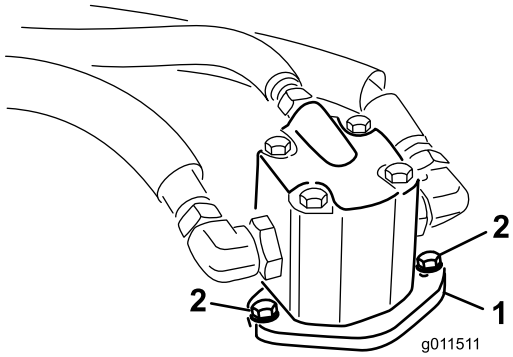

図 71
4. 油圧モータをカッティングユニットに固定しているボルトを外す図 71。カッティングユニットからモータを外し、カッティングユニットの上に置く。